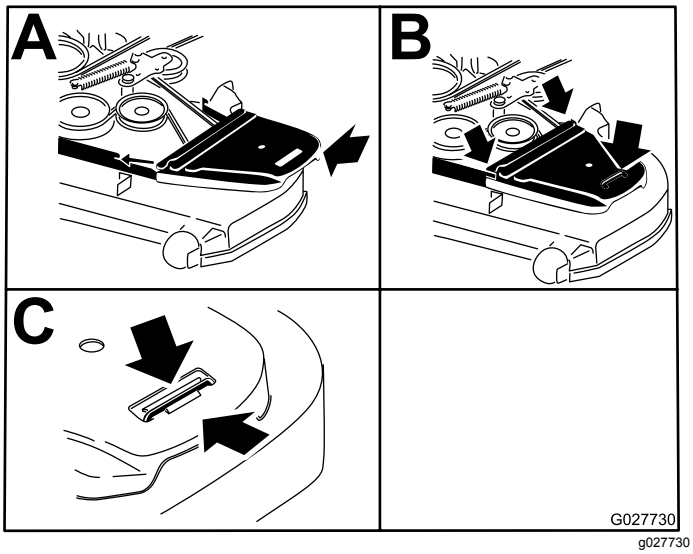

Figuur 82
14. Plaats de drijfriemkappen en de bijbehorende bouten (Figuur 82).